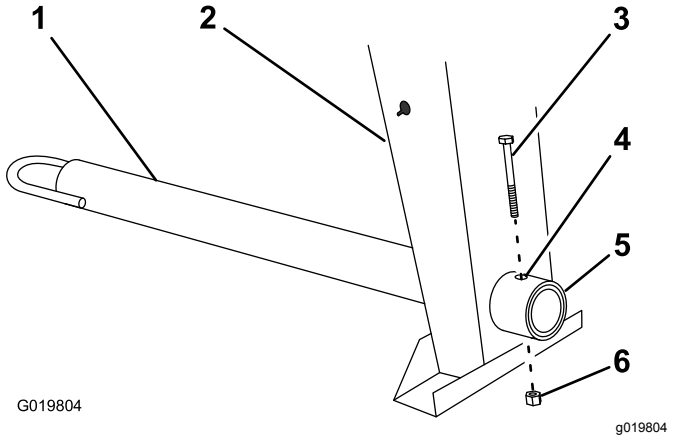

Figura 4
1. Retire el perno y la tuerca de la barra de tracción (Figura 4).
2. Deslice la barra de tracción hacia adelante y alinee el taladro de la barra con el taladro del acoplamiento del bastidor (Figura 4).
3. Introduzca el perno a través de los taladros del acoplamiento y de la barra (Figura 4).
4. Enrosque la tuerca en el perno y apriételos hasta que queden apretados contra el acoplamiento del bastidor (Figura 4).